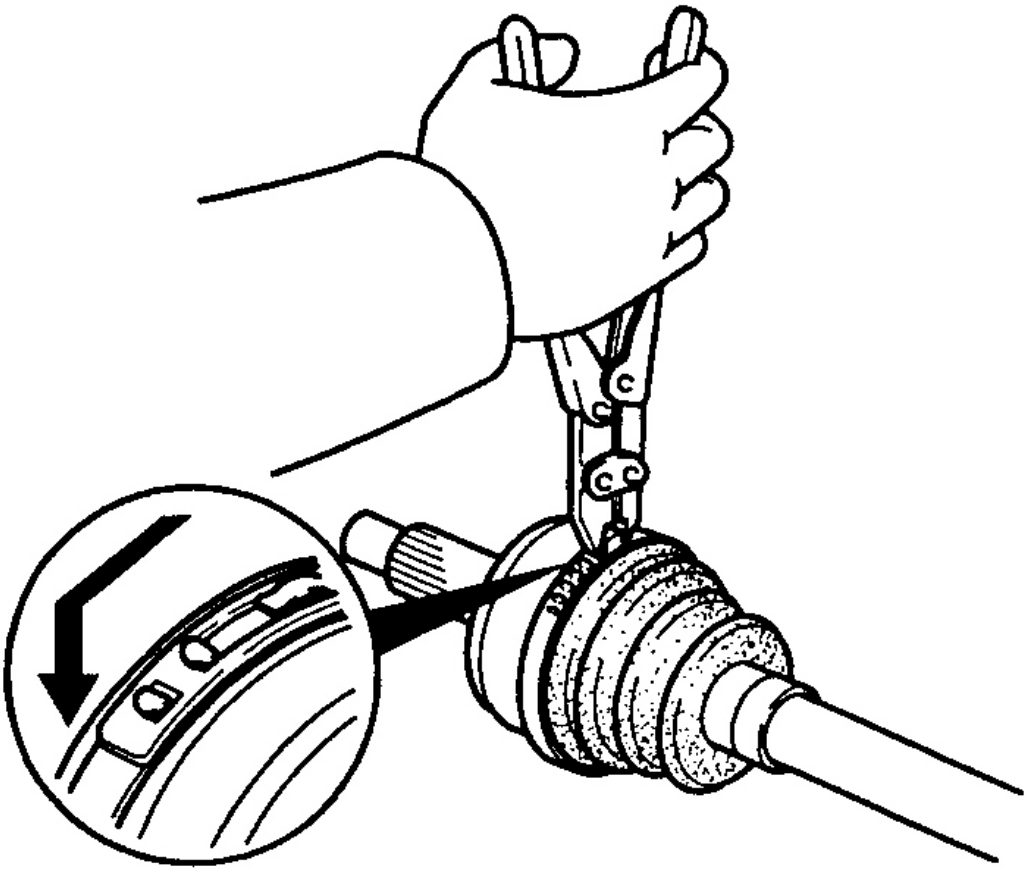

Fig. 28: apriete grande Boot Clamp
6. Apretar bandas de arranque conjunta Birfield mediante el uso de una herramienta de banda de funda, las mandíbulas lugar de pinza en los ganchos de cierre de banda de la funda y apretar la abrazadera mediante la elaboración de los ganchos de cierre juntos. Ver **La Fig. 28** .
18. El uso de una herramienta de banda de la funda, las mandíbulas de la herramienta en lugar de los ganchos de cierre de banda de la funda y apretar la abrazadera dibujando los ganchos de cierre juntos. Ver **La Fig. 28** .